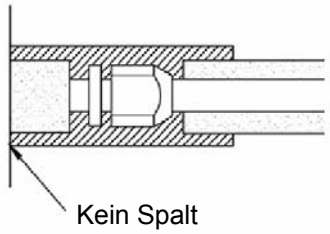

Abb. 37
2. Die Anschlussstelle zum Innengerät muss mit Isolationsmaterial umwickelt werden. Zwischen Rohranschlussstelle und Innengerätewand darf sich kein Spalt befinden. Siehe Abb. 37.